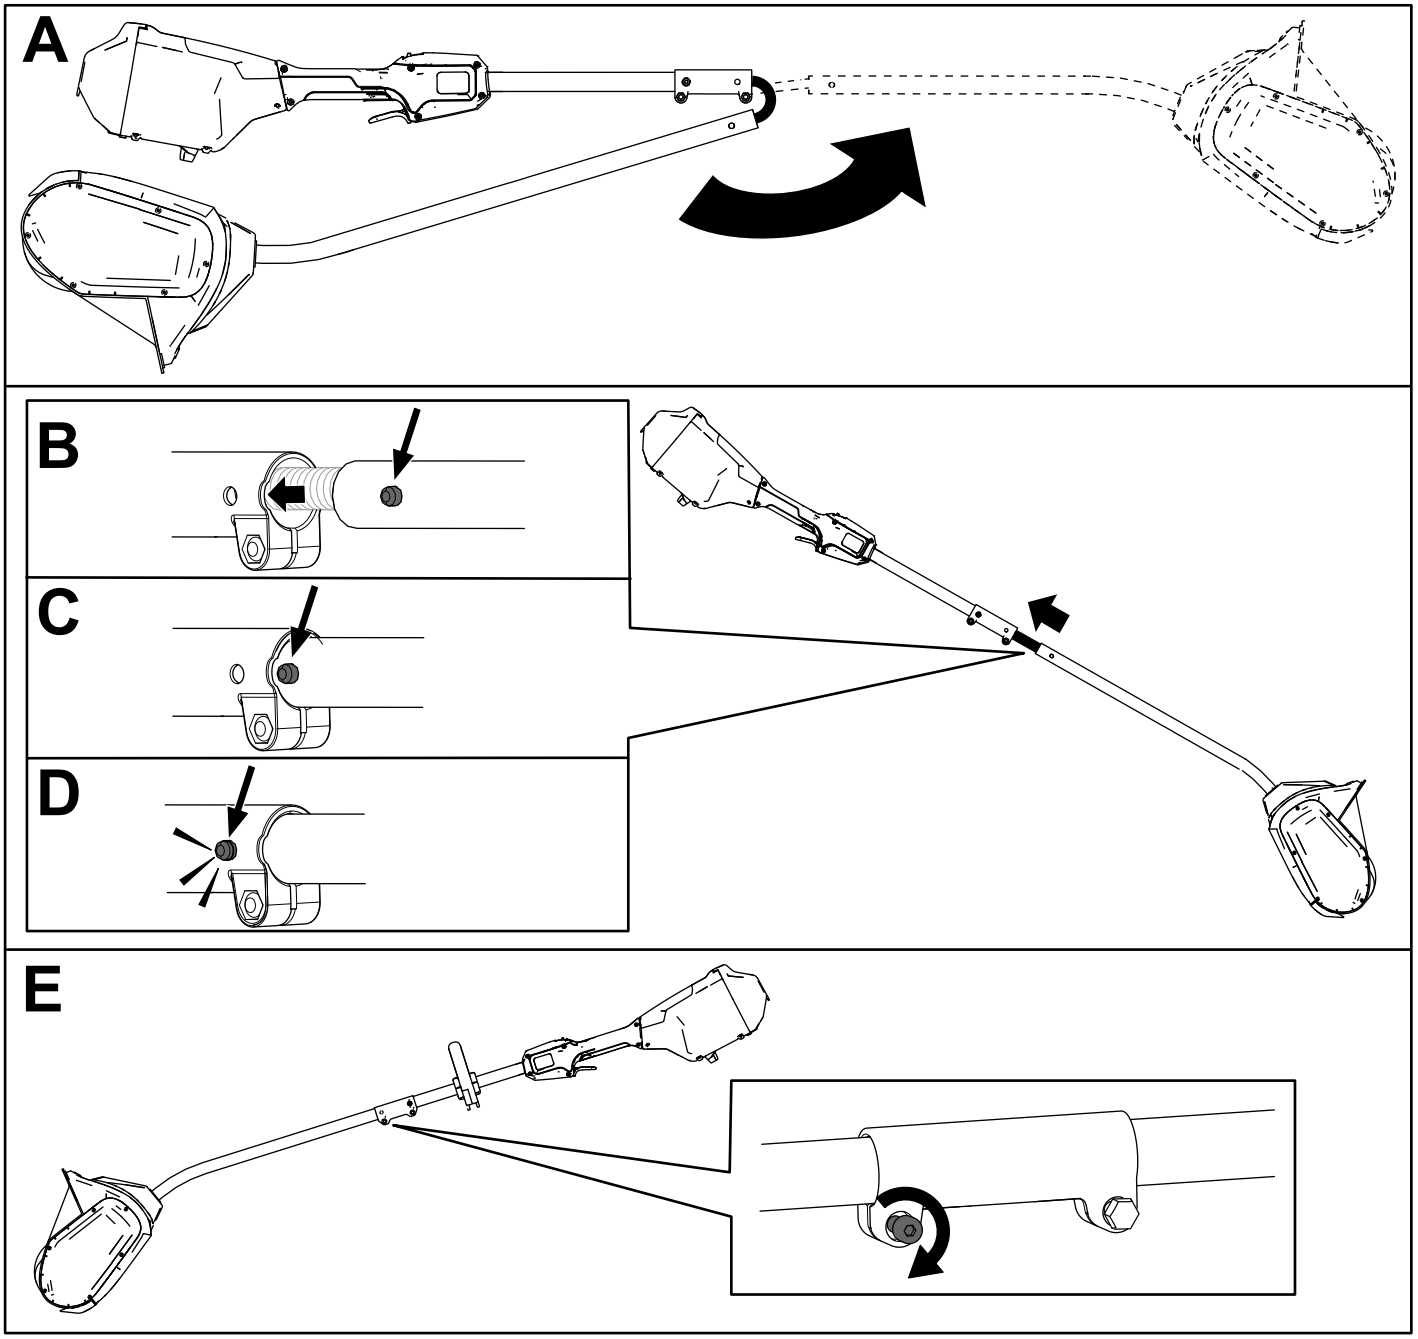

Figura 4
1. Desdobre a pega (A da Figura 4).
2. Alinhe o botão de bloqueio no eixo inferior com o orifício ranhurado no eixo superior e deslize os 2 eixos em conjunto (B e C da Figura 4).
Nota: O botão de bloqueio faz um estalido no orifício rarunhado quando os eixos são fixados (D da Figura 4).
3. Utilizando a chave Allen fornecida, aperte o parafuso do conector do eixo até ficar bem fixado (E da Figura 4).